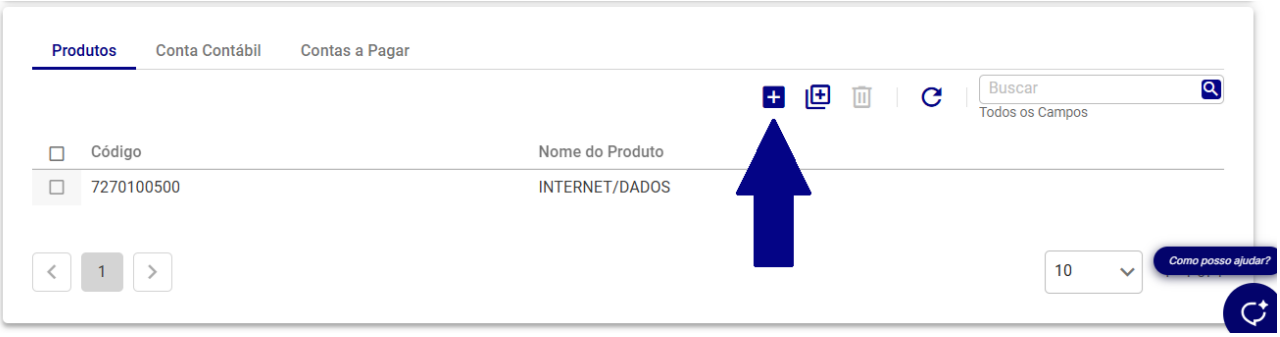

Figura 114: Adicionar
c) Na barra de ferramentas deste **painel inferior**, clique no ícone **Adicionar (+)** (Figura 114).